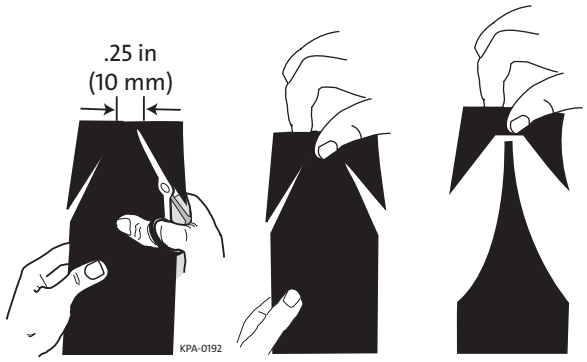

Figure 9
Step 4: Cut and pull the strip of sealing tape as shown in Figure 9. The tape will stretch and thin before it breaks.